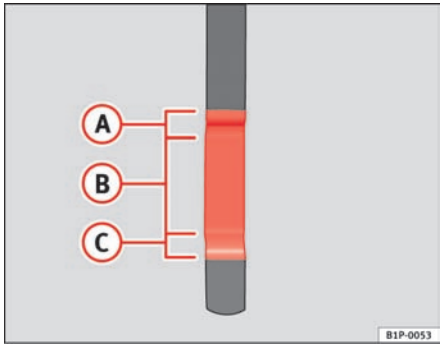

Fig. 145 Engine oil dipstick.
– Then pull it out once more and check the oil level ⇒ fig. 145. Top up with engine oil if necessary.